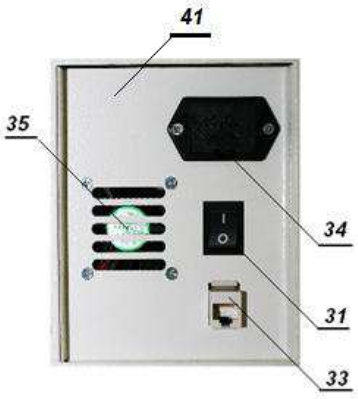

Рис.9. Панель выхода RS485 и включения электропитания левого термостата.
- Автоматический выключатель (27):
- Евровилка сетевая (28);
- Шнур электропитания (29);
- Выключатель правого термостата (30);
- Вентилятор охлаждения (32) электронного узла правого термостата.
4.10 На левой боковой стороне блока электроники (рис.9) размещена панель (41) выхода RS485 и включения электропитания левого термостата.